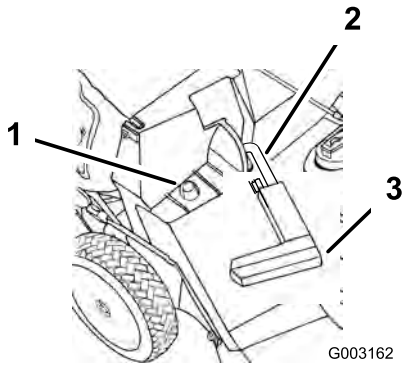

Figuur 18
2. Zorg ervoor dat de handgreep van het afvoerdeurtje helemaal naar voren staat en de pen vastzit in de grendel (Figuur 18).
3. Schuif de opening in het grasvangerframe op de steunstang op het uitwerpkanaal (Figuur 18).
2. Breng de handgreep van het afvoerdeurtje omhoog en beweeg deze naar voren totdat de veiligheidspen vastzit in de vergrendeling (Figuur 18).